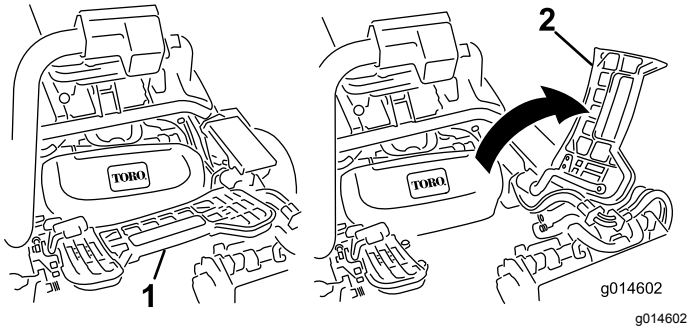

Figuur 47
2. Klap de voetsteun omhoog zodat u bij het middelste maaidek kunt (Figuur 47).